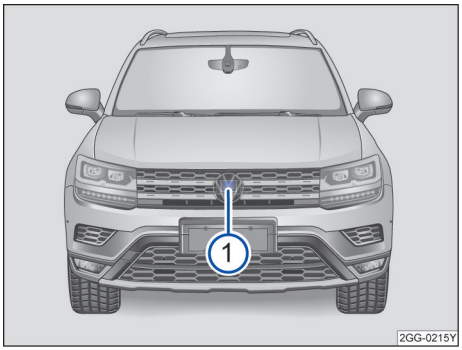

图 145 前保险杠上：雷达传感器
雷达传感器安装在前保险杠上→ 图 145 ①，用于监测交通状况，可探测距本车约 100m 范围内的前方车辆行驶状况。